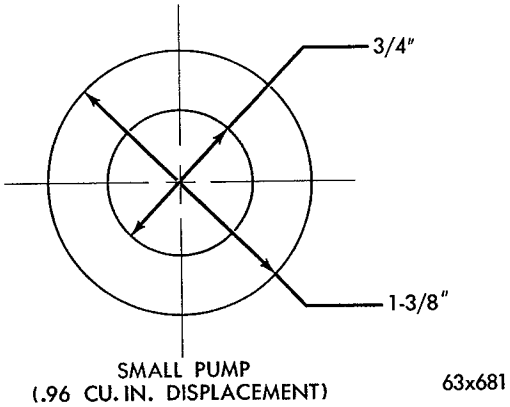
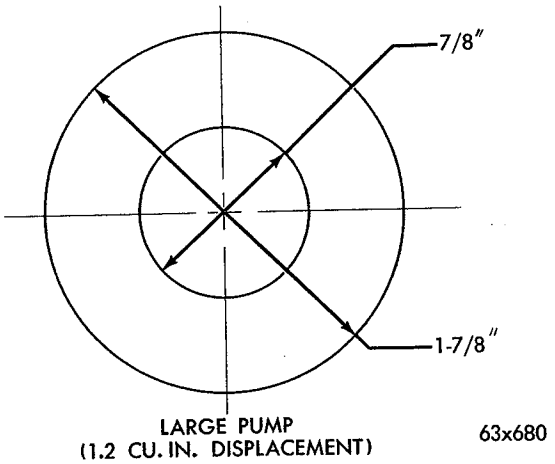

*Fig. 17—Slipper Retainer Tool (.96 Pump)*
*Fig. 18—Slipper Retainer Tool (1.2 Pump)*
(11) Install a washer of the dimensions shown in Fig. 17 or Fig. 18, over the pulley end of the shaft to keep the slippers flush with the end of the rotor throughout the assembly operation.